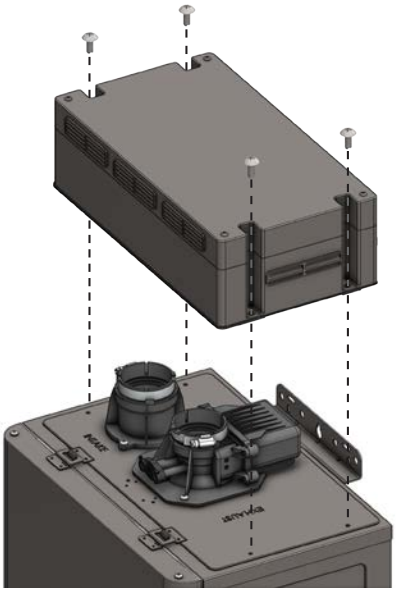

Figure 33 - Orient and Install Vent Cap
2. Orient the outdoor vent cap as shown in Figure 33. Secure the outdoor vent cap with the four screws removed in the previous step.